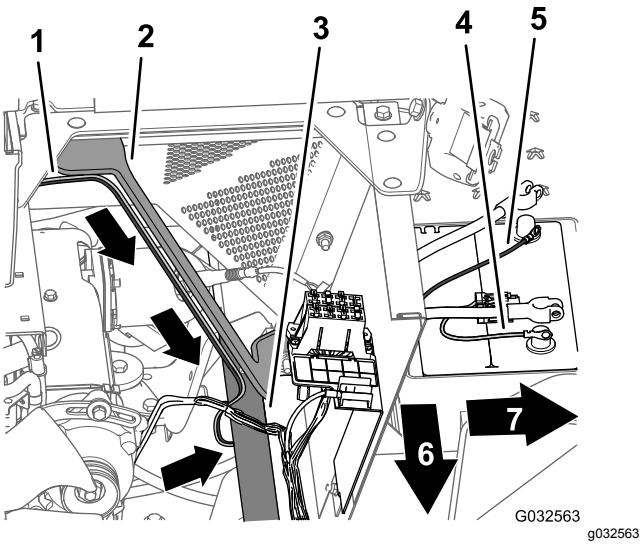

Figur 138
3. Dra kablagedelen på 165 cm ned längs motorhöljets vänstra stöd och under det vänstra ramröret (Figur 138).
4. Dra 50 A-säkringen och de positiva och negativa ringkabelskorna på den 165 cm långa kablagedelen till batteriets ovansida (Figur 138).